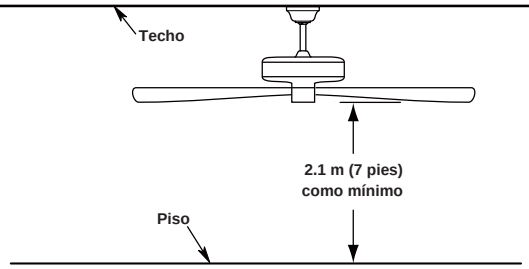

**Figura 10**
**Debe colgar el ventilador a una distancia mínima de 2,1 m desde las aspas hasta el piso. (Figura 10)**